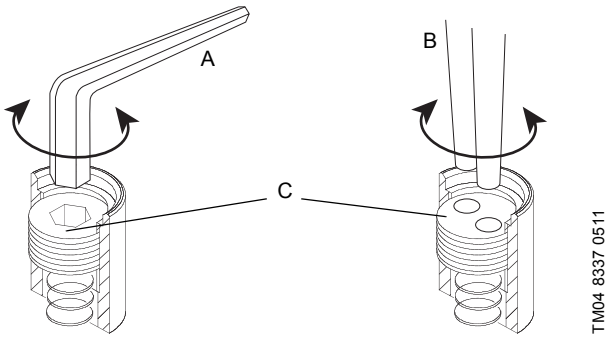

Рис. 13 Настройка давления открытия
3. Для клапанов до 60 л/ч использовать шестигранный ключ (A), для клапанов с DN 20 по DN 65 использовать пару острогубцев (B) (см. рис. 13):
– повернуть регулировочный винт (C) по часовой стрелки для увеличения давления
– повернуть регулировочный винт (C) против часовой стрелки для уменьшения давления